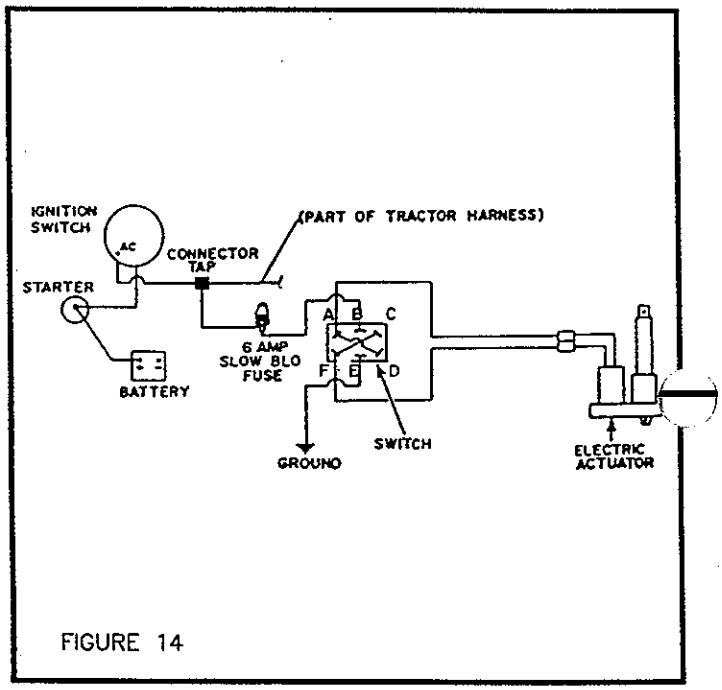

FIGURE 14
f) Solder one 18" wire to the side terminal of fuse holder and the other 18" wire with eyelet to the bottom terminal (see figure 14).
h) Connect eyelet end of 18" wire to **"b"** terminal on control switch (see fig.14).
i) Connect one end of the 17" wire to the **"e"** terminal on the control switch (see fig. 14). Connect other end to a suitable ground on the tractor frame.
j) Connect one end of one 5" wire to the **"a"** terminal on control switch (see fig. 14). Connect other end to the **"d"** terminal on control switch (see fig.14).
k) Connect one end of the other 5" wire to the **"c"** terminal on control switch (see fig. 14). Connect other end to the **"f"** terminal on control switch (see fig.14).
l) Connect eyelet end of the 102" double wire to the **"a"** & **"f"** terminals on control switch (see fig.14).